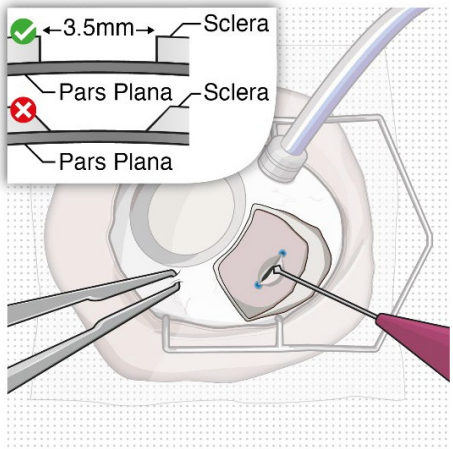

Figure 29
- Using an MVR blade, create a full thickness dissection of the sclera until the pars plana is fully visible (Figure 29).